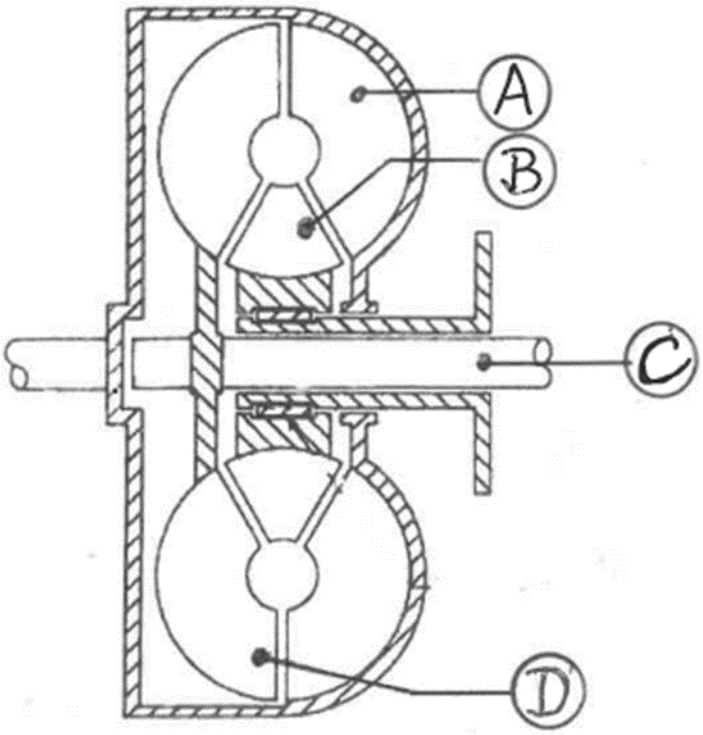

FIGUUR 2
- Sensors (6)
3.4 FIGUUR 2 hier onder toon die onderdele van 'n binnebrandenjin.